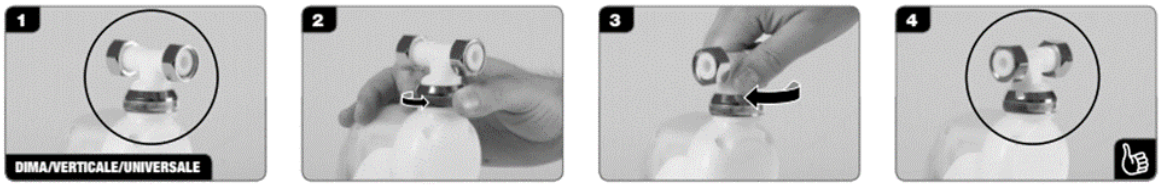

Рис. 3
6.1.1. Установка дозатора на горизонтальный трубопровод показана на рис. 3.